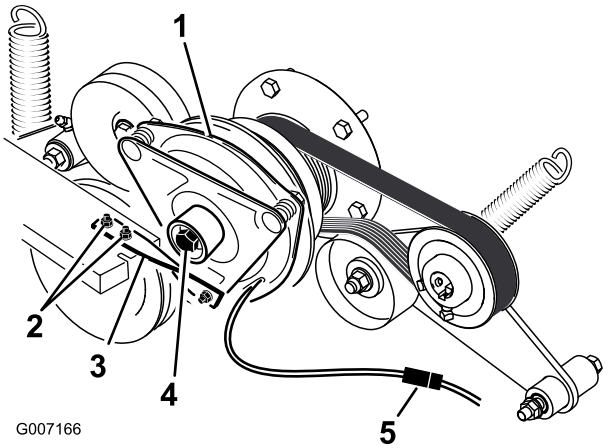

Figur 65
5. Koppla ur kopplingens elektriska kontakt (Figur 65).
6. Lossa de bultar som fäster gummikopplingsremmen i klipparramen (Figur 65).
7. Lossa centrumbulten som fäster kopplingen vid motoraxeln och ta bort kopplingen och nyckeln (Figur 65).
14. Håll i vevaxeln på maskinens baksida, fäst centrumbulten och dra åt den till 68 Nm (Figur 65).
15. Montera gummikopplingsremmen på klipparens ram med de två bultar och muttrar som du tog bort tidigare (Figur 65).
17. Koppla in kopplingens elektriska kontakt (Figur 65).